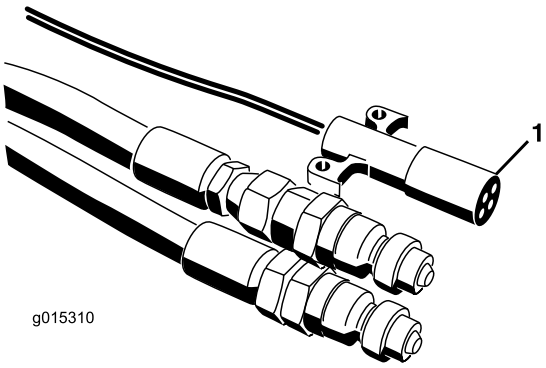
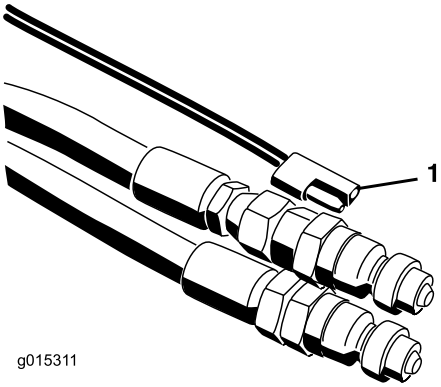

**Figur 18**
**Figur 19**
7. Koble ledningssatsen til tauekjøretøyet (Figur 18 og Figur 19). På SH-modeller plasseres på/av-pendelen innen rekkevidde av førersetet. Kontroller at bryteren er av.